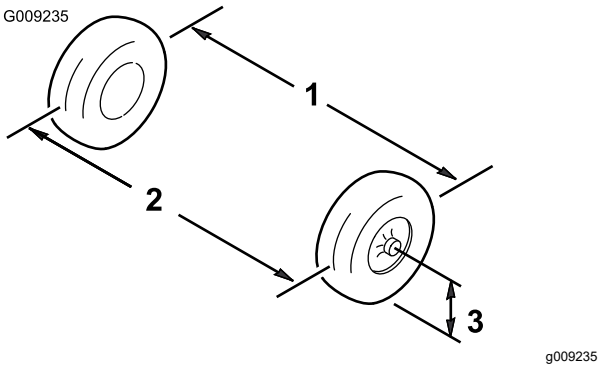

**Figur 48**
2. Mål afstanden mellem begge fordækkene ved akselhøjden ved både forsiden og bagsiden af fordækkene (Figur 48).